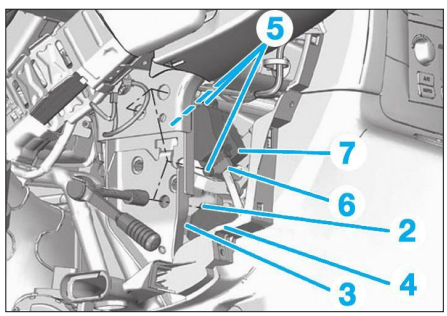

**Fig. 41**
- la vis (2) **(Fig.41)**.
• Déconnecter le connecteur (3) du, motoréducteur.
• Déposer le motoréducteur de mixage d'air gauche (4).
- les vis 3 (5) **(Fig.41)**.
• Déconnecter le connecteur (6) du, motoréducteur.
• Déposer le motoréducteur de distribution d'air (7) **(Fig.41)**.